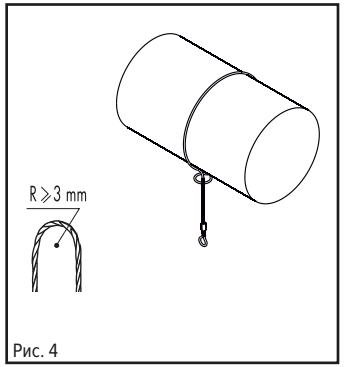

Рис. 4
- Разместите петлю вокруг элемента постоянной конструкции (структурной анкерной точки) (рис. 4).